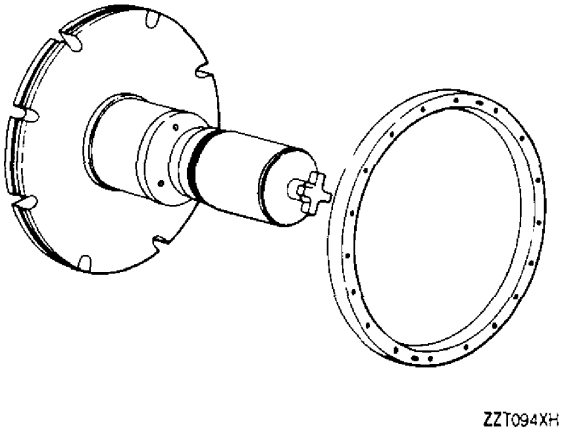

Figure 12. 6799595 Concentricity Checking Fixture
a. Mount each compressor diffuser in 6799595 concentricity checking fixture (figure 12) and inspect to limits in figure 2.
(1) Diameter L and P may be machined.
(2) The pilot lip Diameters L and P may be cold rolled to reduce machining requirements. Radial displacement of metal must not exceed 0.015 in. FPI the lip for cracks after cold rolling.
(3) Surface J to T dimension maybe a minimum of 0.842 in. in local areas which must not exceed a three−bolt hole segment. If this dimension can not be maintained, remove the cage and machine Surface K. Metal removal shall be held to a minimum; do not machine the surface in excess of 0.010 in.
(4) Maintain the dimension between Surfaces N and T by removal of metal from Surface N.
(5) Surface J may be machined to a minimum thickness of 0.200 in. to maintain the squareness limit of Diameter H and Surface J.